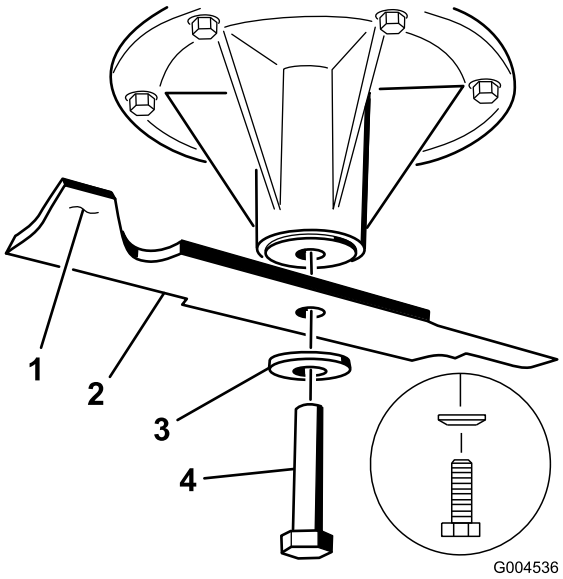
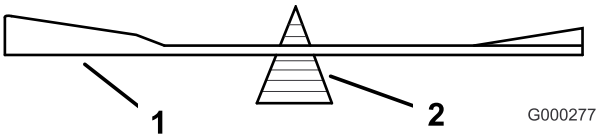

Figura 80
Figura 82
2. Togliete il bullone, la rondella curva e la lama dall'asse del fusello (Figura 80).
2. Controllate l'equilibrio della lama posizionandola su un bilanciatore (Figura 82). Se la lama rimane in posizione orizzontale, è bilanciata e può essere utilizzata. Se la lama non è bilanciata, limate del metallo soltanto dalla costa (Figura 80). Ripetete la procedura finché la lama non è perfettamente bilanciata.